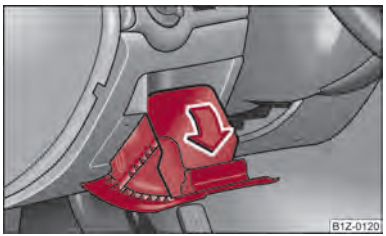

Fig. 77 Dash panel: Storage compartment on the driver's side
– The storage compartment is opened by lifting the handle and folding open in the direction of arrow ⇒ fig. 77.